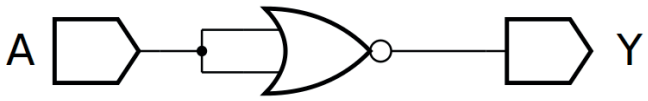
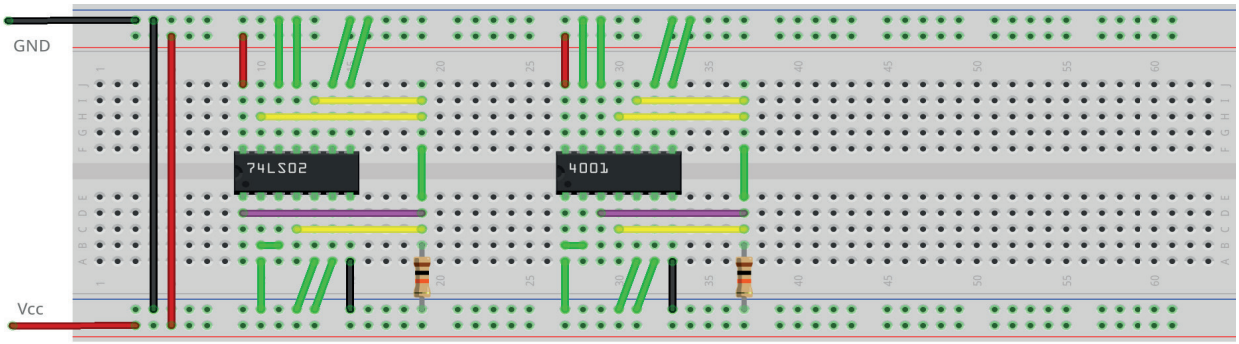

Figura 3.60 – Diagrama esquemático.
Figura 3.61 – Placa de montagem com componentes.
1. Monte o circuito da figura 3.60, conforme mostrado na figura 3.61, na placa de montagem.
d) Conecte os fios verdes. Os fios verdes estão conectados ao terra e portanto fornecendo valor lógico (0) às entradas de todas as portas do CI.
11. Utilizando o software de simulação SmartSim, simule a porta NOU (NOR) de acordo com a figura 3.60. Compare a simulação com a tabela 3.7.